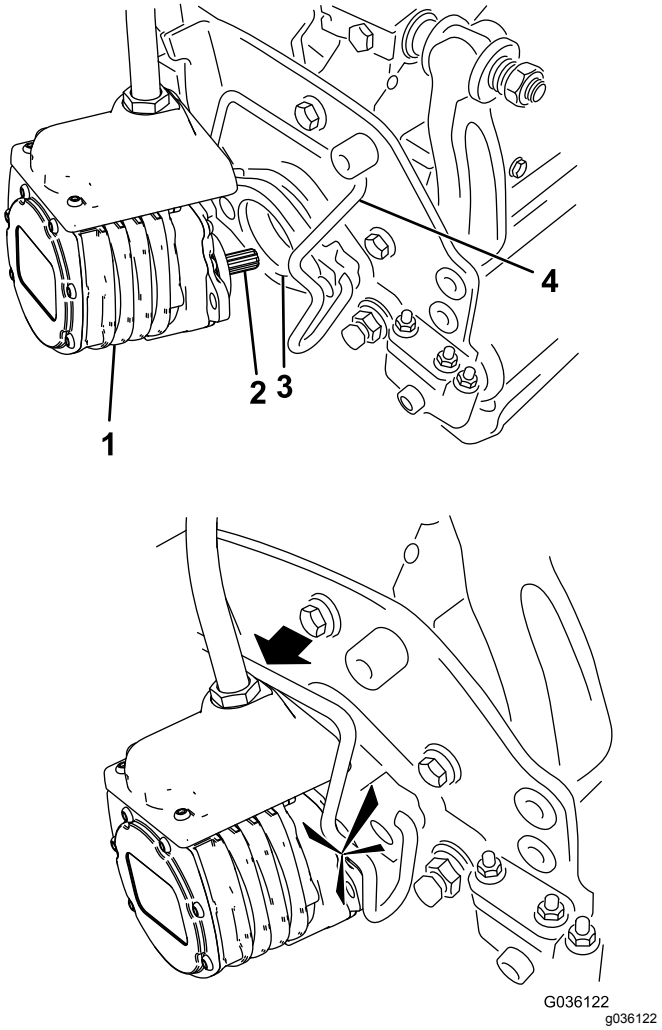

Figur 53
6. Dekk kileakselen i klippeenhetsmotoren med rent smørefett (Figur 53).
7. Sett motoren inn på klippeenhetens venstre side (fra brukerens synspunkt), og dra motorholdebøylen på klippeenheten mot motoren til du hører et "klikk" på begge sider (Figur 53).